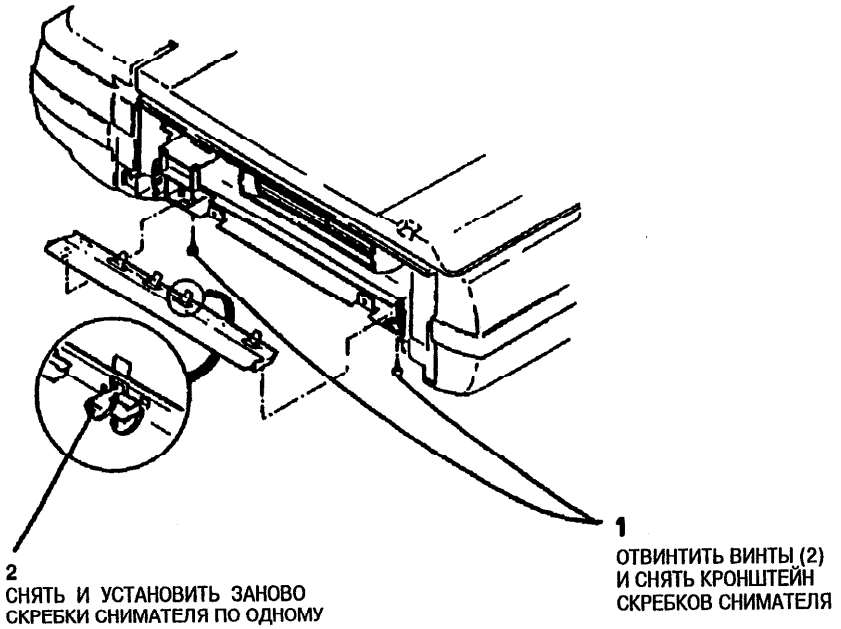

Рис. 1. Снятие скребков снимателя
2. (Рис. 1): Снять скребки снимателя.